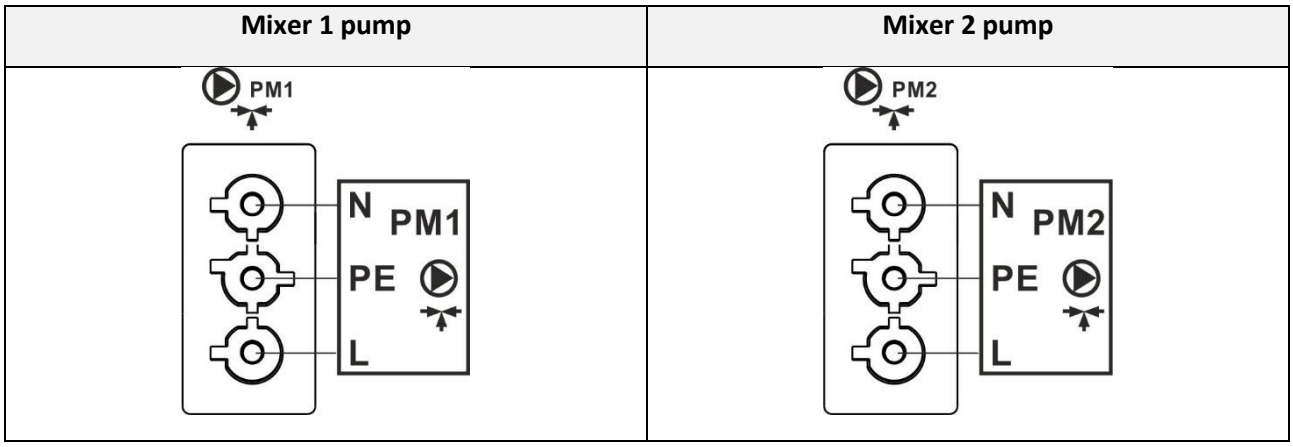

Figure 27. Wiring diagram of Mixer pumps
- connect the Mixer pump via the connector on the top of the switchboard to the controller (see Figure 27) according to the technical documentation of the pump manufacturer.